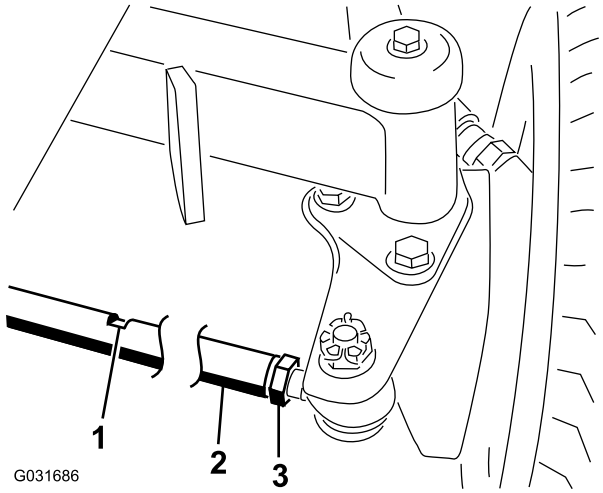

Figur 48
2. Lossa kontramuttern i båda ändar av dragstången (Figur 48).